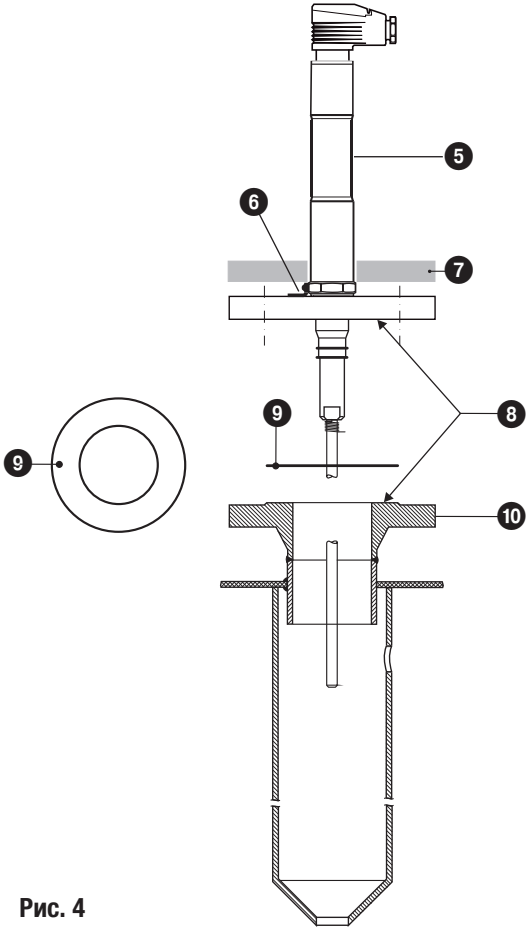

Рис. 4
6. Проверить посадочные поверхности. **Рис. 4**
7. Уложить уплотнение фланца ❾ на соединительный патрубок ❿. **Рис. 4**